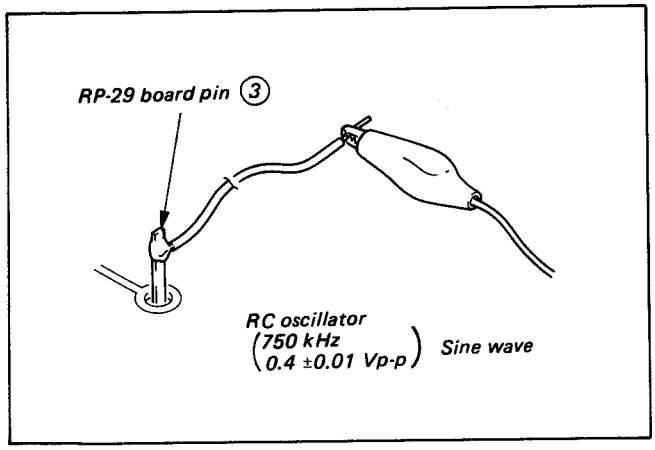

Fig. 3-14
1) Remove the solder at RP-29 board pin ③ (REC C) as shown in Fig. 3-14 so that the pin is completely off the land, and input a 750 kHz, 0.4 ±0.01 Vp-p sine wave from an RC oscillator.